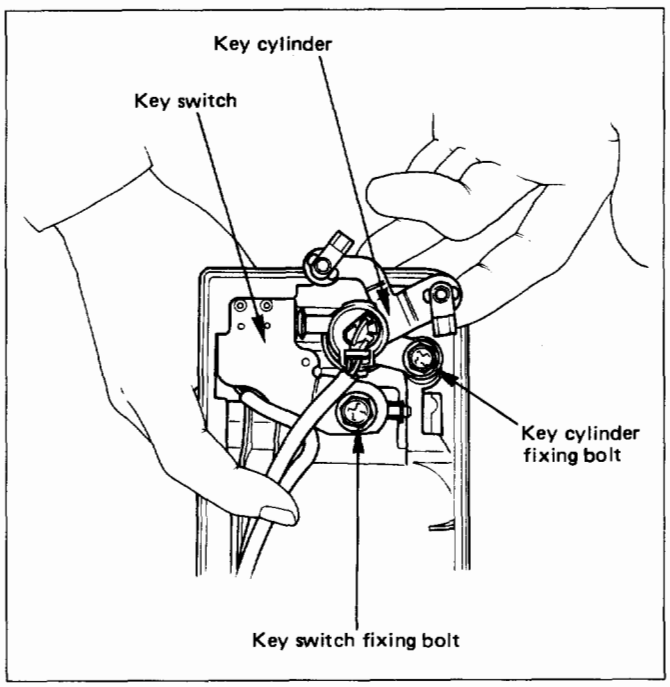

Fig. 10-162
5. **Tailgate lock cylinder (Fig. 10-162)**